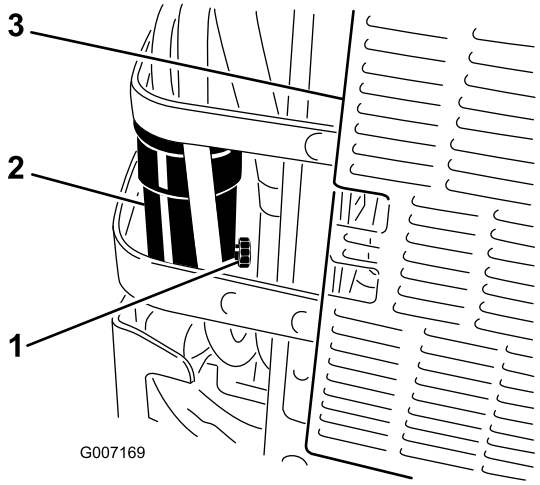

Rysunek 51
6. Aby spuścić wodę i inne zanieczyszczenia, odkręć zawór spustowy separatora wody o około 1 obrót (Rysunek 51).
7. Zamknij zawór spustowy dopiero, gdy zacznie wypływać sam olej napędowy (Rysunek 51).